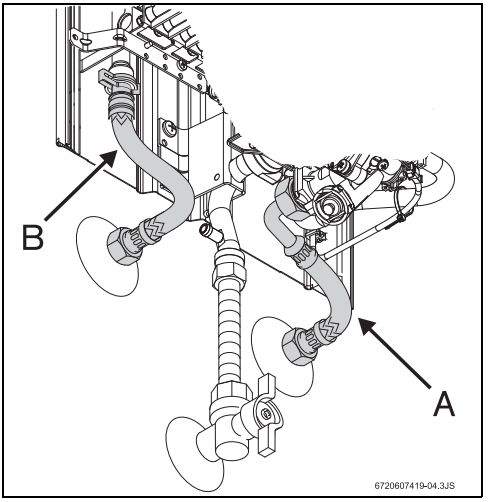

Рис. 10 Подключение водопровода
- ▶ Следить за тем, чтобы при подключении не перепутать место подсоединения водопровода холодной воды (рис. 10, поз. A - не поставляется с оборудованием) с местом подсоединения водопровода горячей воды (рис. 10, поз. B).